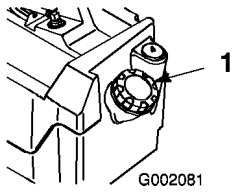

Figur 21
2. Rengör området runt tanklocket (Figur 21).